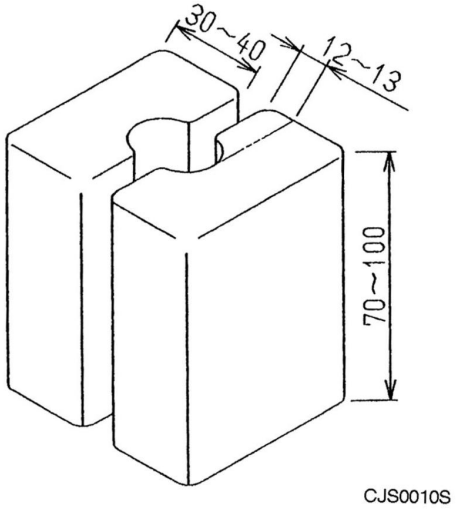

Figure 2 Wood
6. Loosen socket head bolt (13) and remove short cap (11) along with O-rings (12) on flange and spacer (14) (of bucket and boom spools).
7. Loosen socket head bolt (17) and remove cover (32) and O-ring (16) from valve housing (1).
8. Remove plug (18) with O-ring (21), spring (19) and poppet (20) from valve housing (1). (2 parts)
9. Remove plug assembly (33) from housing (1).
10. Insert it one-quarter of the way into a wood holding block (Figure 2). Use caution not to damage outside of spool assembly. Remove spring seat (4) and springs (5 and 6) by loosening spool ends (7 and 8). Use care not to drop spool. The spool is under pressure from springs (5 and 6).